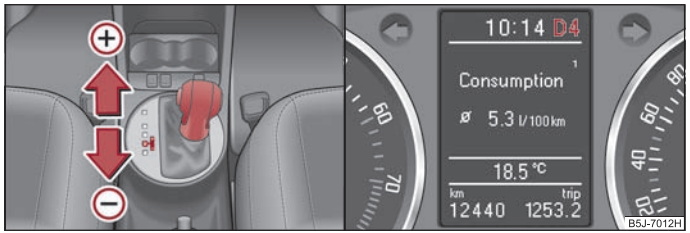

Fig. 101 Palanca selectora: cambio manual / pantalla informativa grande: cambio manual
La posición de la palanca selectora se visualiza junto con la marcha puesta en la pantalla informativa del cuadro de instrumentos ⇒ fig. 101, lado derecho.
– Presione ligeramente la palanca selectora (en la posición Tiptronic) hacia adelante ⇒ fig. 101 ⊕.